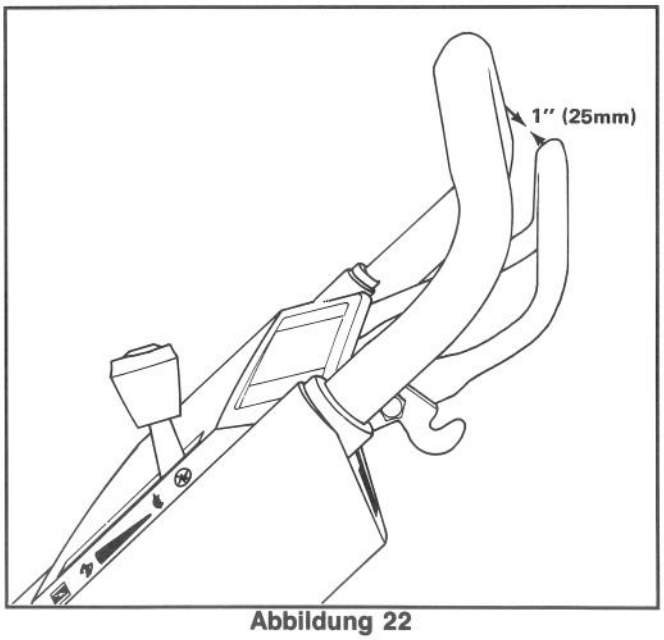

**Abbildung 22**
**3.** Um die Einstellung zu überprüfen, den Antriebshebel langsam gegen den Griff drücken. Der Antrieb ist dann richtig eingestellt, wenn Sie am Antriebshebel etwa 25 mm vom oberen Griff entfernt Widerstand spüren (Abb. 22).